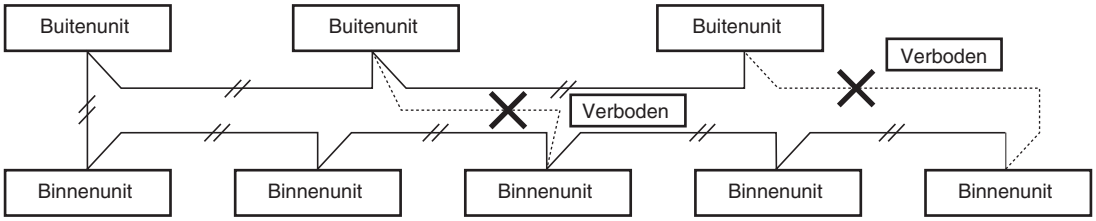

Afb. 4-3
(2) Installeer de bedieningsbedrading tussen units niet in een lus. (Afb. 4-3)